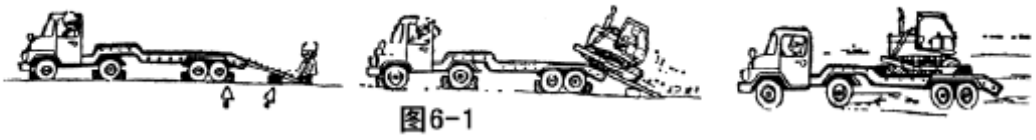

Рисунок 6-1
Рекомендуется иметь специальную платформу для выполнения погрузки и разгрузки машины. Когда используется наклонный въезд то, по крайней мере, соблюдайте следующие правила безопасности (рис. 6-1):
□ Если ширина ножа бульдозера превышает ширину трейлера, то измените угол установки ножа (бульдозер с поворотным отвалом) или снимите нож, чтобы транспортировать его другим способом (рис. 6-1).